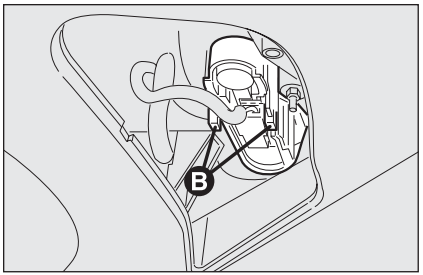

fig. 36 A0E0293m
- ❒ saque el grupo portalámpara interviniendo en las lengüetas de fijación **B-fig. 36**;
- ❒ vuelva a colocar el grupo portalámparas fijándolo correctamente en su posición mediante las lengüetas de fijación **B-fig. 36**;